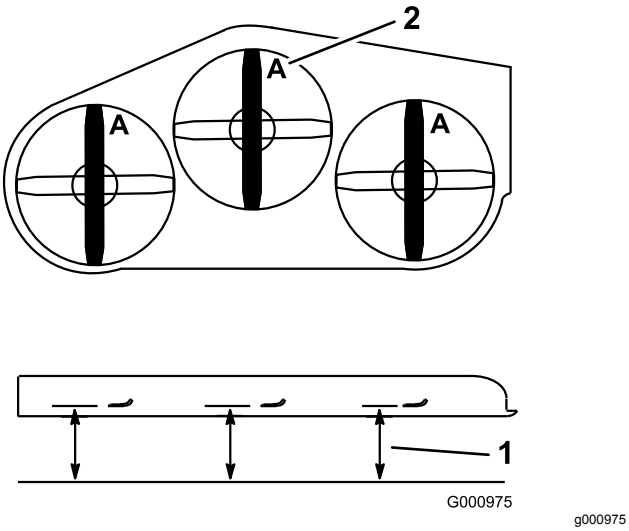

Figur 77
4. Mål fra en plan overflade til skæreknivenes skærekant, position **A** (Figur 77).